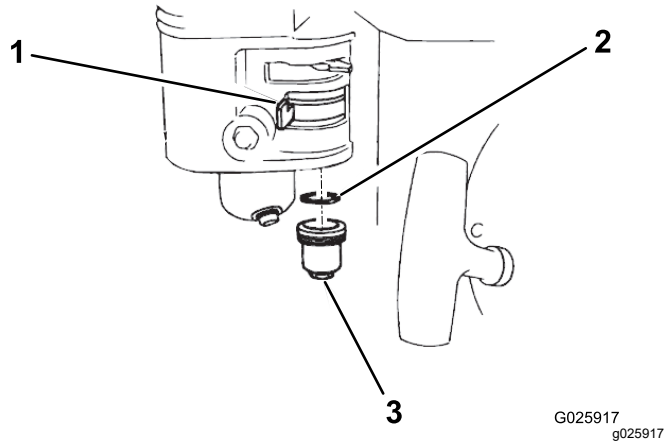

Рисунок 33
2. Переведите клапан отключения подачи топлива в положение ВЫКЛ (Рисунок 33).
3. Снимите топливный отстойник и уплотнительное кольцо (Рисунок 33).
6. Вставьте уплотнительное кольцо в клапан отключения подачи топлива и установите отстойник (Рисунок 33). Надежно затяните отстойник.